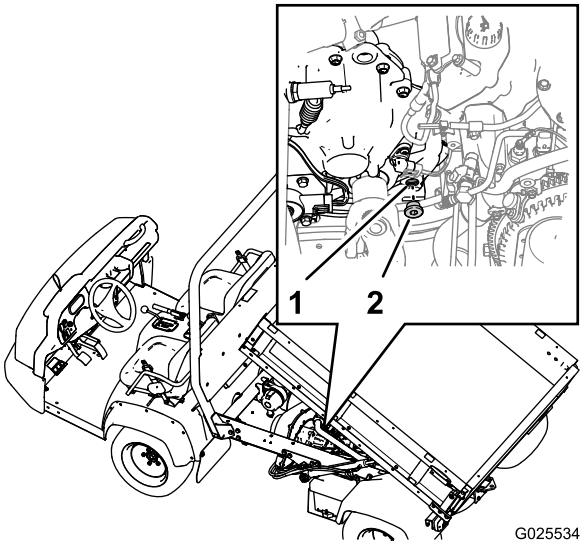

Figur 67
1. Find påfyldningsproppen i det nederste indvendige område bag på transmissionen (Figur 67).
3. Drej proppen mod uret, og fjern proppen fra påfyldningshullet i transmissionen (Figur 67).
4. Hvis transmissionsvæskeniveauet er lavt, skal der fyldes transmissionsvæske af den angivne type i transmissionen gennem påfyldningshullet, indtil væskeniveauet flugter med bunden af gevindene i hullet (Figur 67).
6. Monter påfyldningsproppen i transmissionen, og tilspænd den med hånden (Figur 67).